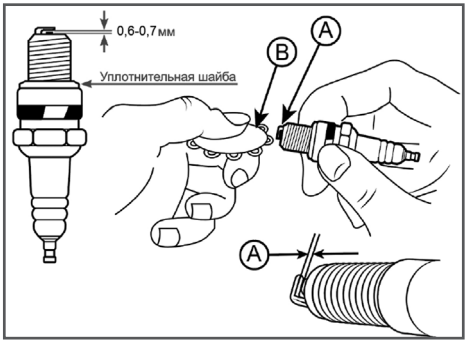

Рис. 7 Проверка зазора между электродами
4. Измерьте зазор между электродами свечи зажигания специальным щупом. Зазор должен быть 0,6-0,7 мм (Рис. 7). При увеличении или уменьшении требуемого зазора рекомендуется заменить свечу, так как регулировка зазора может привести к изменению качества искрообразования.